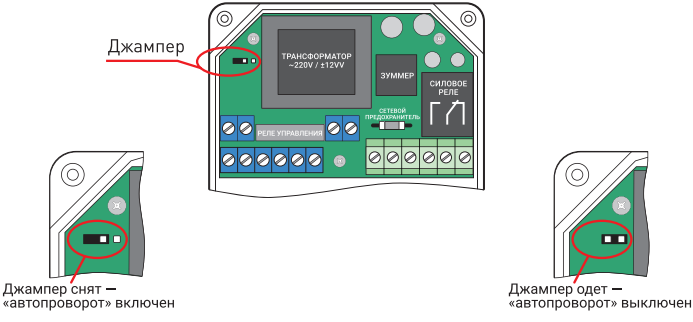

Рис. 1 Схема установки и снятия джампера (перемычки).
3.2 Внутри корпуса модуля управления на печатной плате находится штыревой разъем (см. рис. 1). С помощью перемычки (джампера) можно изменять функционал данного модуля управления.
3.2.1 Если джампер снят (см. рис. 1), то алгоритм работы модуля управления, следующий:
3.2.2 Если джампер установлен (см. рис. 1), то алгоритм работы модуля управления, следующий:
4.6 В зависимости от требуемого режима работы блока управления снимите или оденьте джампер (рис.1) для включения или выключения функции «автопроворот».